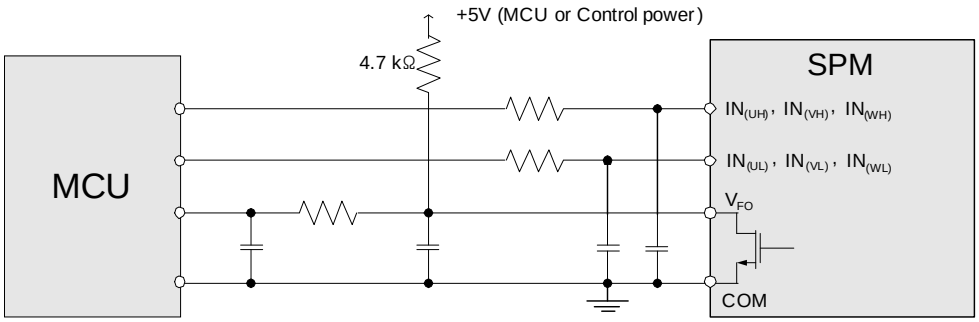

**Figure 14. Recommended CPU I/O Interface Circuit**
15. $V_{FO}$ output is open-drain type. This signal line should be pulled up to the positive side of the MCU or control power supply with a resistor that makes $I_{FO}$ up to 2 mA. Please refer to Figure 14.